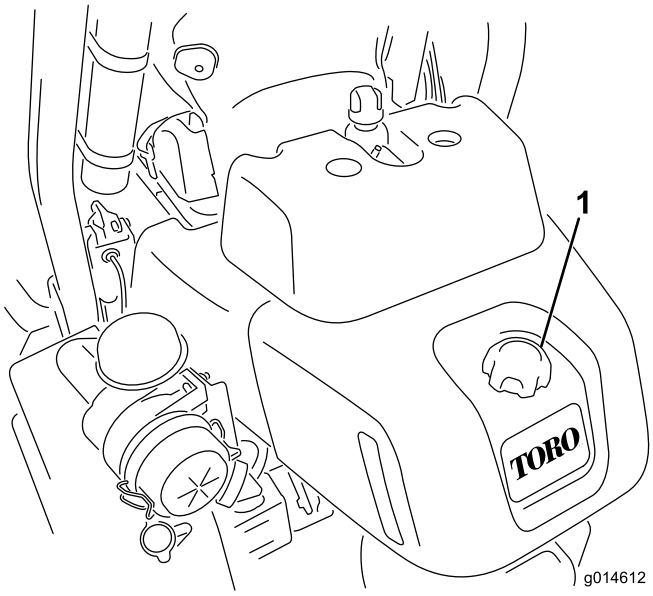

Figur 28
1. Gör rent omkring tanklocket (Figur 28).